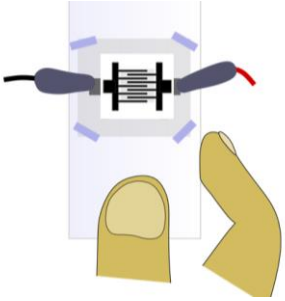

Figure 6
- *Using scotch-tape, attach the humidity sensor to the piece of glass, cardboard or credit card (any rigid and thin small object will do) like it is shown in* Figure 6*. This will help when handling the sensor with the crocodile terminals attached.*